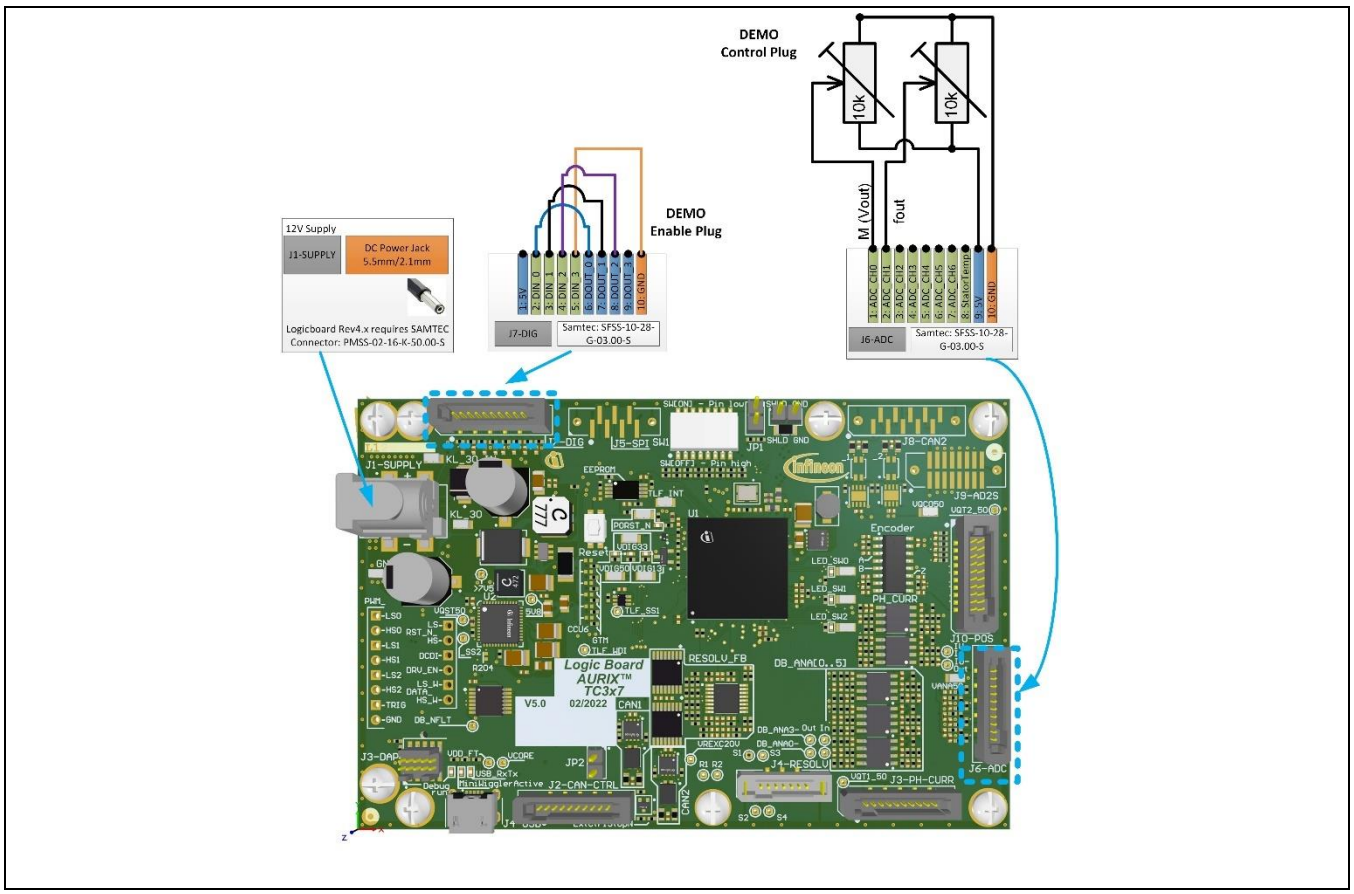

Figure 7 Connection to enable the DEMO-MODE in order to operate the inverter kit without communication in open loop operation.
3) Place DEMO-ENABLE-PLUG (see Figure 7).
4) Place DEMO-CONTROL-PLUG (see Figure 7).
(i.e. pin 1 & pin2 are connected to GND; see Figure 7)